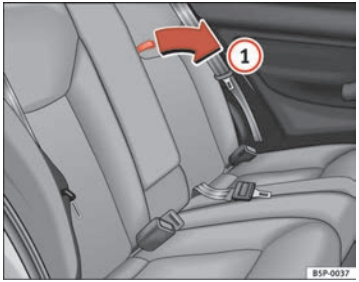

Fig. 111 Opening the rear drink holders
– To open, pull the loop in the direction of the arrow ⇒ page 149, fig. 111 (1).